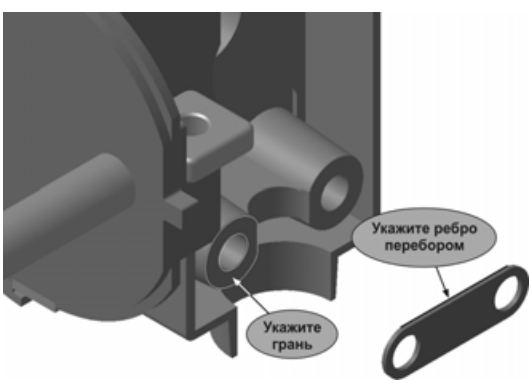
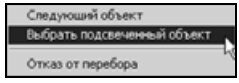

Рис. 7.43
Рис. 7.45
- Нажмите кнопку **Совпадение** и укажите плоскую грань конического выступа на **Крышке** (рис. 7.43).
- Не перемещая курсор на детали **Прокладка**, нажмите несколько раз клавишу <Пробел> — система выполнит перебор элементов, расположенных в пределах указанной области. Как только нужное ребро будет выделено (рис. 7.43), вновь вызовите контекстное меню и выполните команду **Выбрать подсвеченный объект** (рис. 7.45).